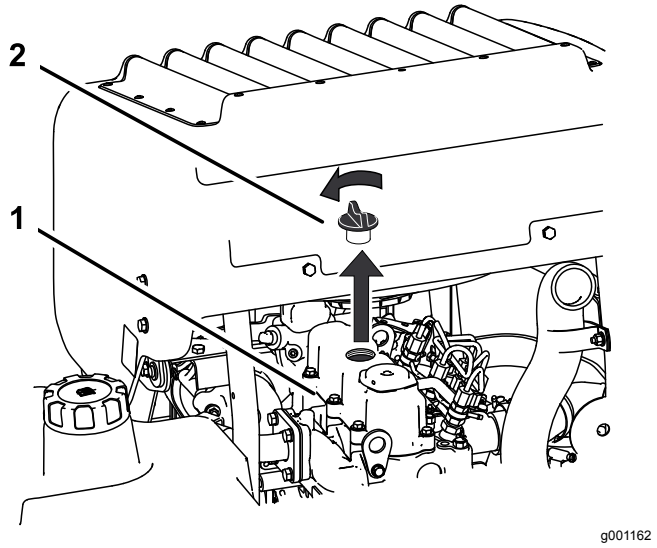

**Figuur 68**
6. Verwijder de vuldop op de bovenkant van de motor (Figuur 68).
2. Verwijder de olievulbuis/peilstok (Figuur 68).